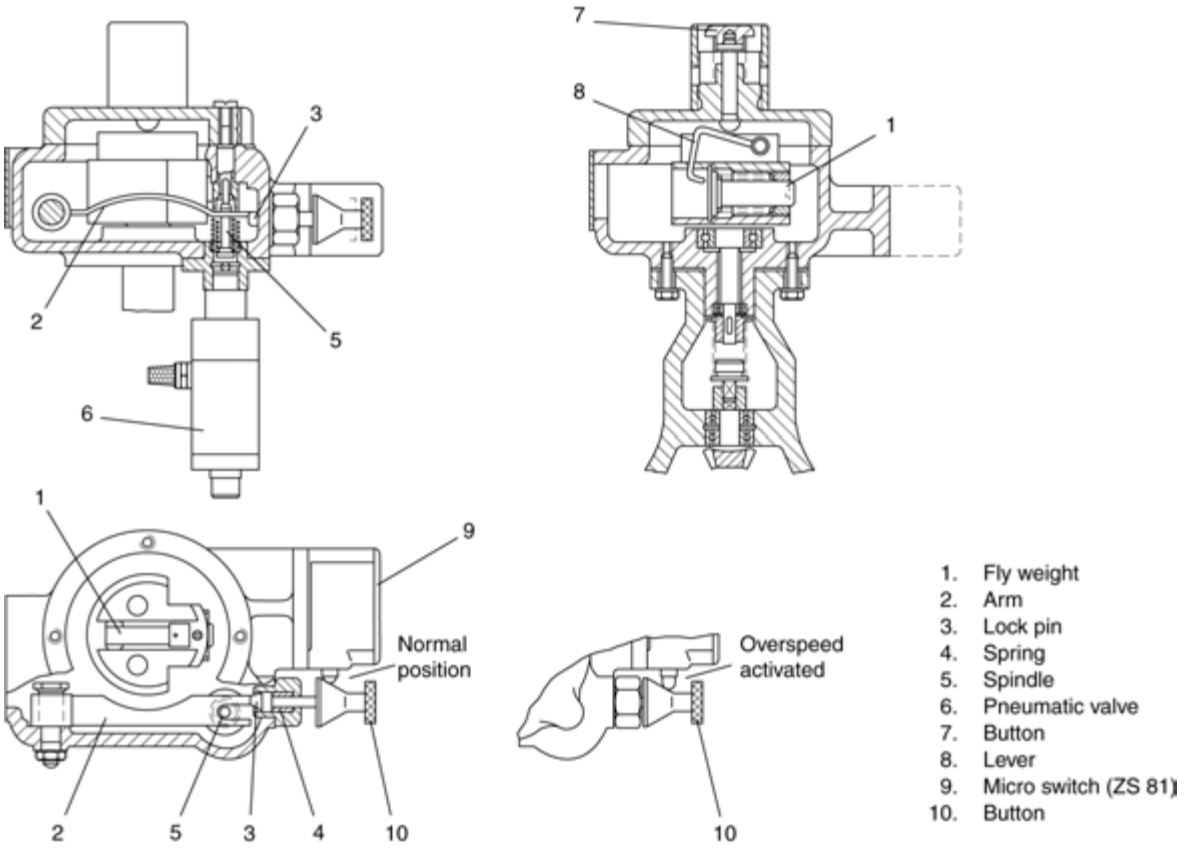

Figure 1: Mechanical overspeed.
If the pre-set tripping speed is exceeded, the springloaded fly weight (1), *see fig 1,* will move outwards and press down the arm (2).